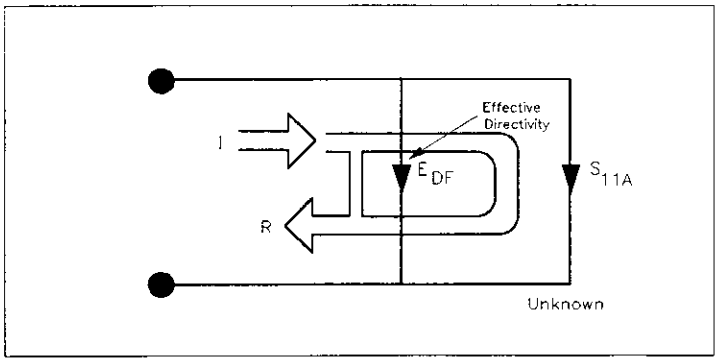

Figure 5-31. Effective Directivity E_{DF}
However, all of the incident signal does not always reach the unknown (see Figure 5-31). Some of (I) may appear at the measurement system input due to leakage through the test set or through a signal separation device. Also, some of (I) may be reflected by imperfect adapters between a signal separation device and the measurement plane. The vector sum of the leakage and the miscellaneous reflections is the effective directivity, E_{DF}. Understandably, the measurement is distorted when the directivity signal combines vectorally with the actual reflected signal from the unknown, $S_{11}A$.